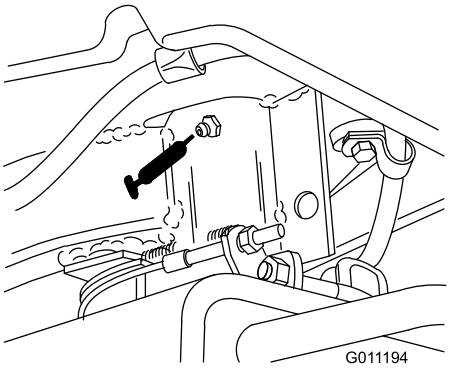

Figur 26
- Styregaffelaksel (1) (Figur 26)